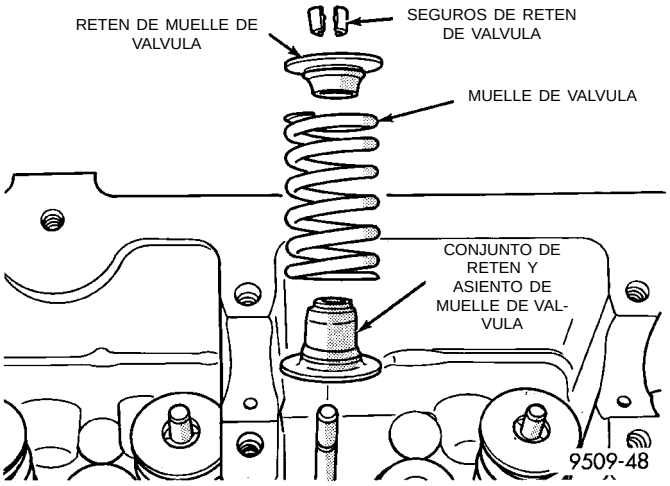

Fig. 31 Conjuntos de retén de vástago y asiento de muelle de válvula
(1) Instale el conjunto de asiento de muelle de válvula/retén de válvula (Fig. 31) tal como se describe